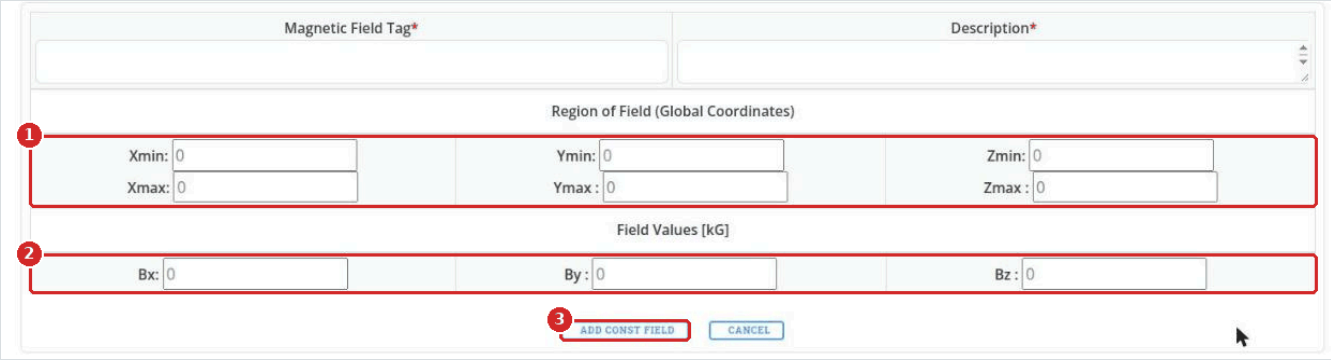

Figure 18. The CREATE NEW CONST FIELD form
To add a constant field, click **CREATE NEW CONST FIELD** and fill in the tag, the description, the **Region of Field (Global Coordinates)** — **Xmin**, **Xmax**, **Ymin**, **Ymax**, **Zmin**, **Zmax** (1 in Figure 18) — and the **Field Values [kG]** — **Bx**, **By**, **Bz** (2). Then click **ADD CONST FIELD** (3).